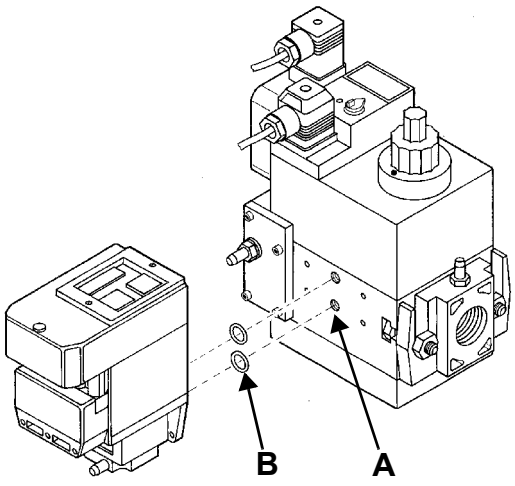
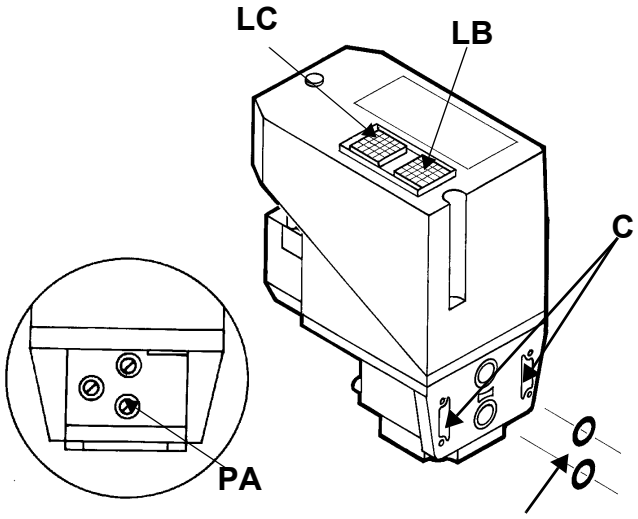

Рис. 34
Рис. 35
3). снять крепежные винты группы Multibloc (Рис. 34-A)
4). вставить уплотнительные кольца (10,5x2,25) в VPS 504 (Рис. 35-B, Рис. 34-B)
5). закрутить 4 винта блока контроля герметичности (M4x16) Рис. 34-C.
Для проверки работы, подсоедините манометр к штуцеру для отбора давления PA (Рис. 35). Если проверка завершилась положительно, через несколько секунд зажигается жёлтая лампочка LC. В противном случае загорается красная лампочка блокировки LB. Чтобы перезапустить горелку, необходимо разблокировать блок управления нажатием на светящуюся кнопку LB..